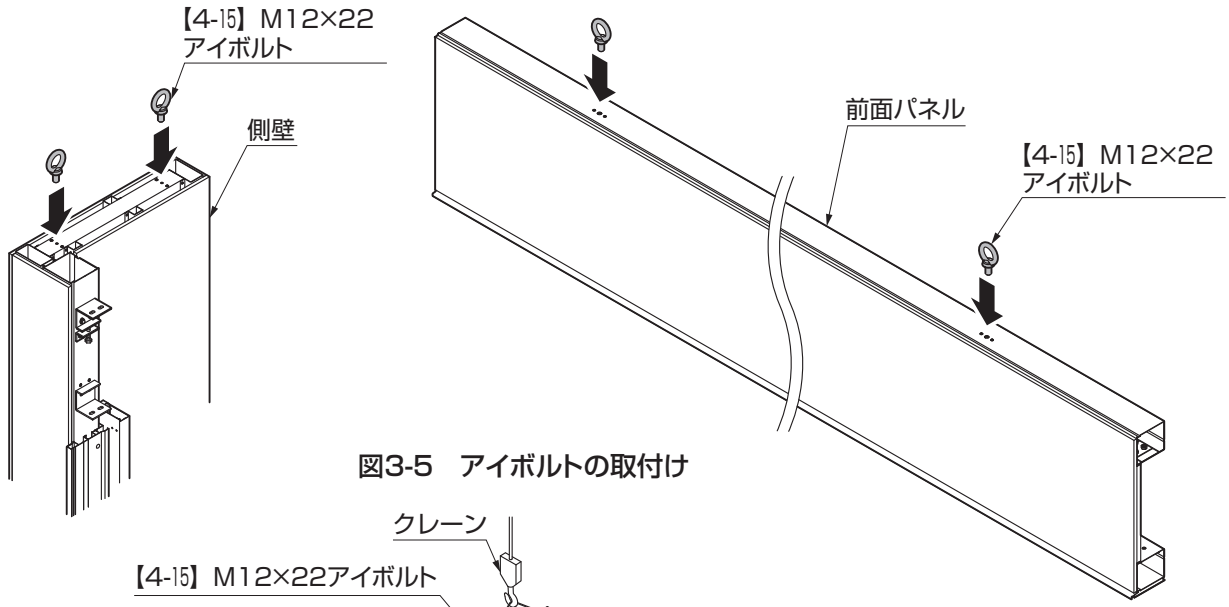

図3-5　アイボルトの取付け
①側壁と前面パネルに【4-15】を取付けてください。（図3-5参照）